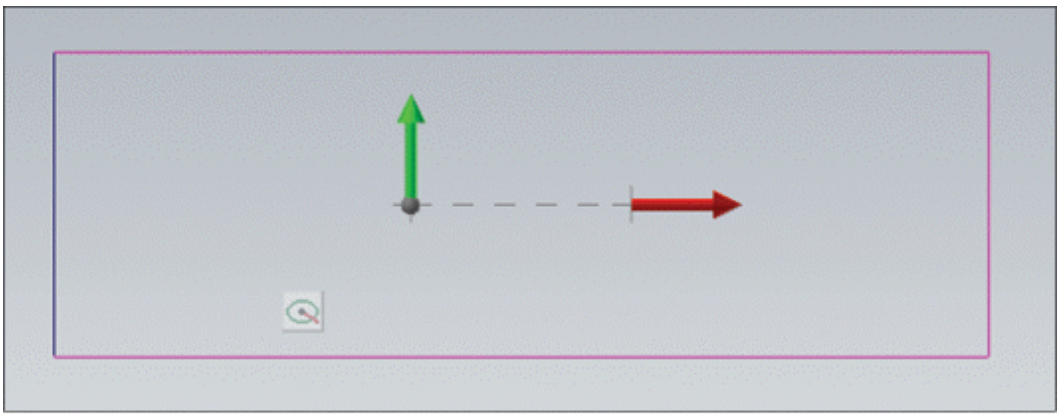

Figure-14. Section after stretching
- Use the drag handles or specify desired values in the edit boxes of **Delta** rollout. The wireframe section will be stretched accordingly; refer to Figure-14.